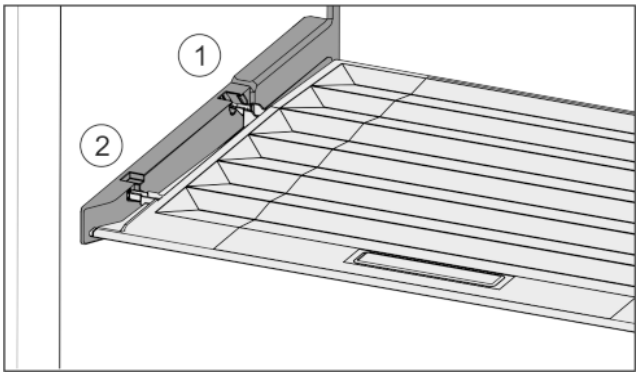

Fig. 33
▶ Insert the lip of the cover over the opening of the rear bracket *Fig. 33 (1)* and click into place *Fig. 33 (2)*.